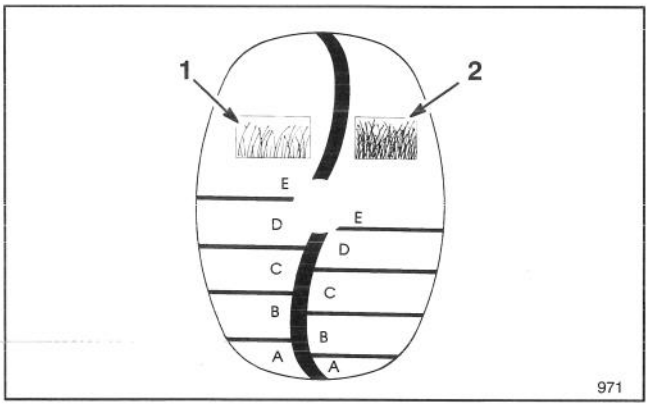

Afbeelding 7
1. Alvorens de motor te starten en met maaien te beginnen, dient u de maaier tot op het gras te duwen. Stop wanneer de letters op het Smartwheel label op het linker achterwiel vertikaal staan (Afb. 7).
2. Met behulp van de codes van SmartWheel (Afb. 7), vergelijkt u de tipjes van de grashalmen met de letters op het wiel. De overeenkomst tussen de letter en de grastipjes bepaalt de juiste maaihoogte.